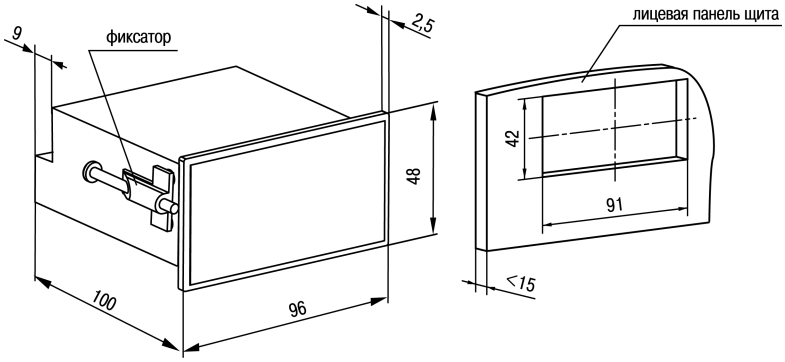

Рисунок 4.9 – Габаритные размеры корпуса Щ2
1. Подготовить на щите управления монтажный вырез для установки прибора (см. рисунок 4.9).